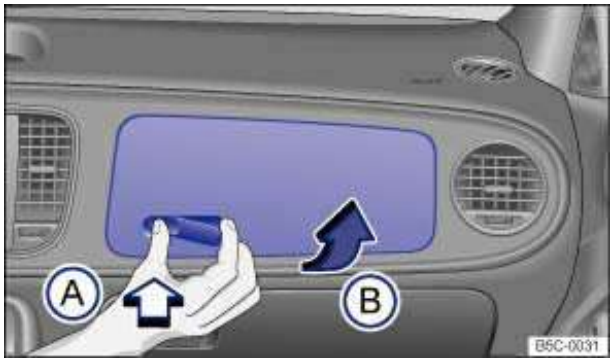

Fig. 87 On the passenger side: Opening the upper glove compartment.
- To *open*, press on the depression in the opening handle ⇒ fig. 87 (arrow (A)). Then lift the glove compartment lid upward using the handle (arrow (B)).